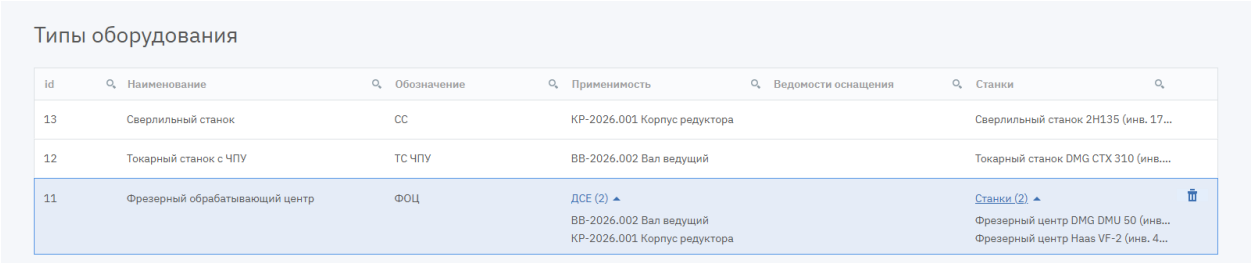

Рисунок 80. Подраздел «Типы оборудования» (раскрыты ДСЕ и станки)
оснащения» и «Станки» (см. Рисунок 80). В трех последних колонках выводится количество связанных записей (например, «Станки (2)»); щелчок по нему раскрывает список под строкой. Для поиска используйте поля «id», «Наименование» и «Обозначение» (ввод значения и клавиша Enter), для отбора – поля со списками «Применимость», «Ведомости оснащения» и «Станки».